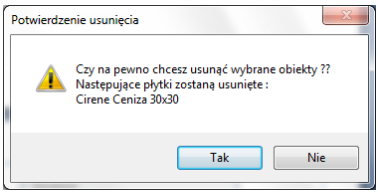

Rys. 7 – żądanie potwierdzenia usunięcia płytki z bazy użytkownika
- „**Usuń zaznaczony obiekt (Del)”** usuwa obiekt zaznaczony w momencie kliknięcia na tę ikonę, czyli wybraną płytkę, kolekcję lub typ kolekcji (operacja dostępna również pod klawiszem **Delete**). Za każdym razem wyświetli się zapytanie, czy użytkownik na pewno chce usunąć zaznaczone obiekty, gdyż nie ma możliwości cofnięcia tej czynności (Rys. 7).